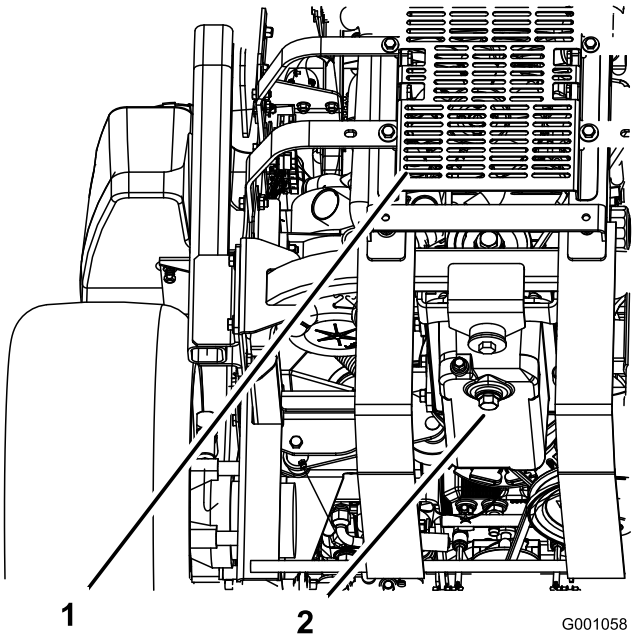

Figur 31
5. Placer en bakke under olieaftapningsproppen. Afmonter aftapningsproppen, og lad al olien løbe ud (Figur 31).